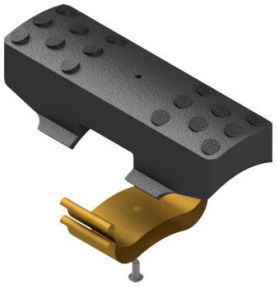

Fig. 2
NOTE$_6$: Uses two (2 ea) springs per slip (Fig. 2).
L-1.2.2) Secure slip springs (16) by screwing button head screws (13) into slips (9) (Fig. 2).